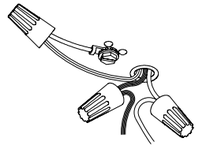

Figure 4
4. Ground the fixture! Secure the green or bare copper ground wire from the outlet box to the Green Ground Wire from the Housing using Wire Nuts (3). If there is no ground wire provided, consult your local electrical code for approved grounding methods. **See Figure 4.**
5. Use Wire Nuts (3) to connect the white fixture wire to the white power supply wire and the black fixture wire to the black power supply wire. **See Figure 4.**
Si la perceuse rencontre une solive, tenir l'appareil contre la boîte de raccordement et tirer les fils d'alimentation dans l'ap pareil par la débouchure. Fixer chaque extrémité du luminaire à la solive à l'aide de vis à bois. Voir la figure4.